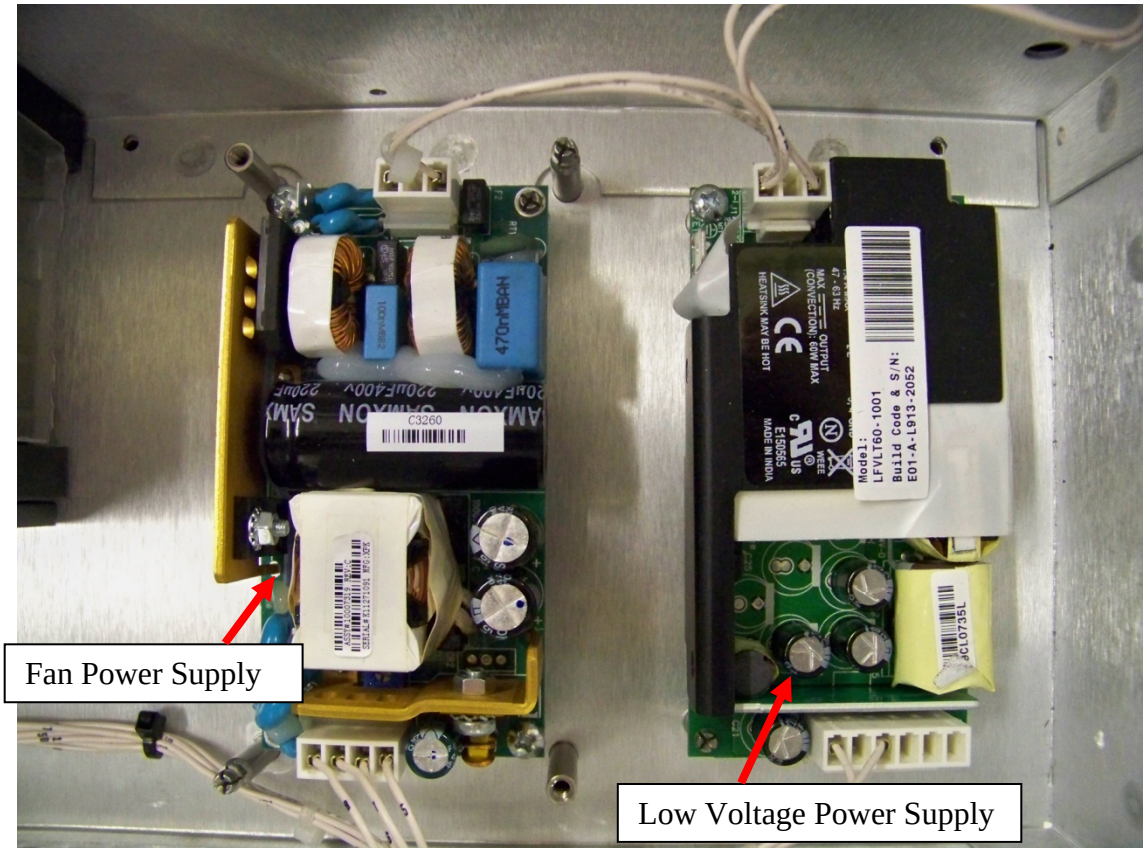

Figure 10-16: Replacing the Combiner Power Supply
To replace the combiner fan, refer to Figure 10-16 and proceed as follows:
3. Refer to Figure 10-16 and locate the desired supply to be replaced.